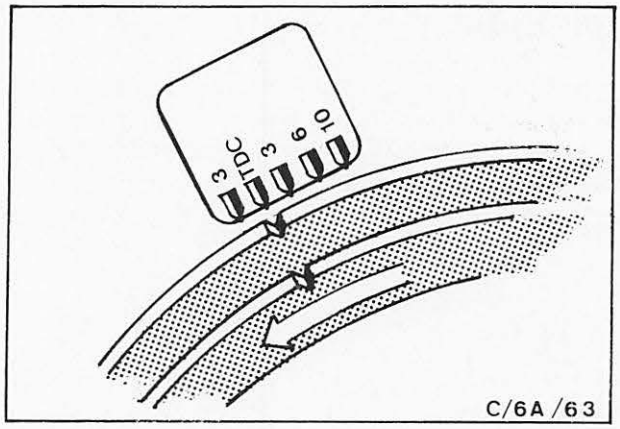

Abb. 186 Motor auf O.T. 1. Zylinder stellen
72. Motor auf O.T. 1. Zylinder stellen und Zündverteiler einbauen, Abb. 186.